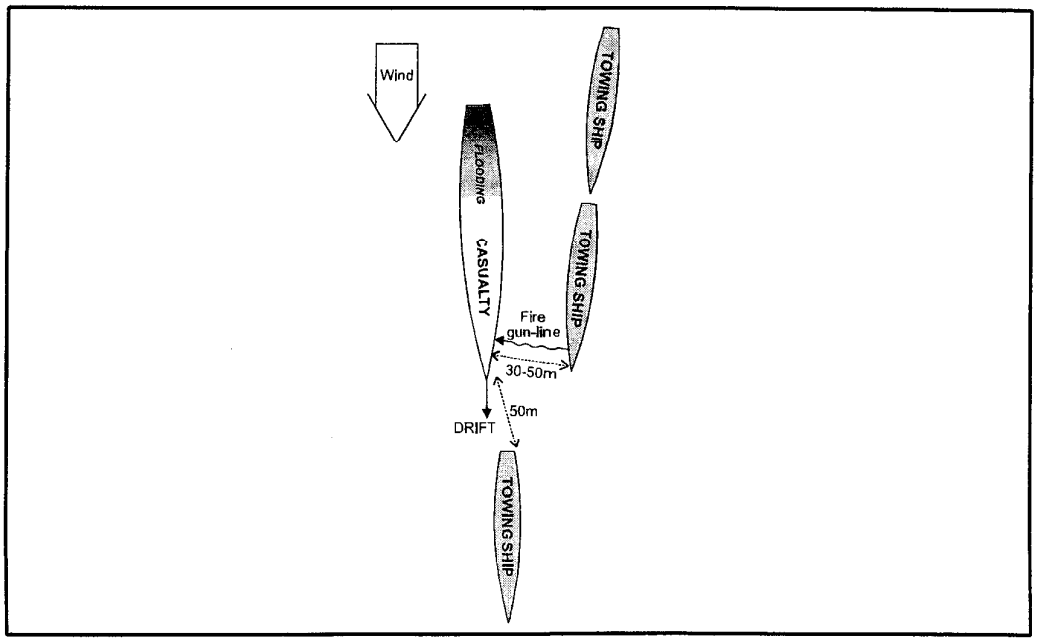

Fig 5-12. Downwind Approach to Casualty lying Stern to Wind
- Select a slightly converging approach track downwind that is nearly parallel to the heading of the *Casualty* (see Fig 5-12). If there is a slight windward side then, if possible, the approach should be made from that side. The track should aim to pass 30-50 metres abeam of the *Casualty*'s bows.